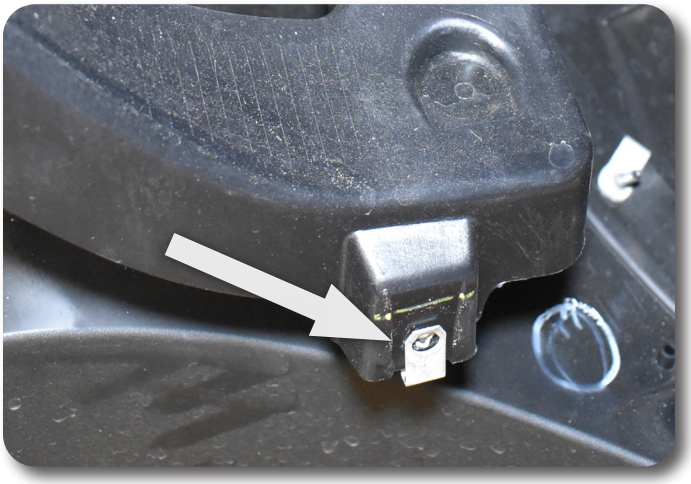

Figure 18
1. Remove all fender liner fasteners from the rear of the front fender well to access the plastic bracket underneath. Remove the fastener clip from the bracket and retain. Figure 18